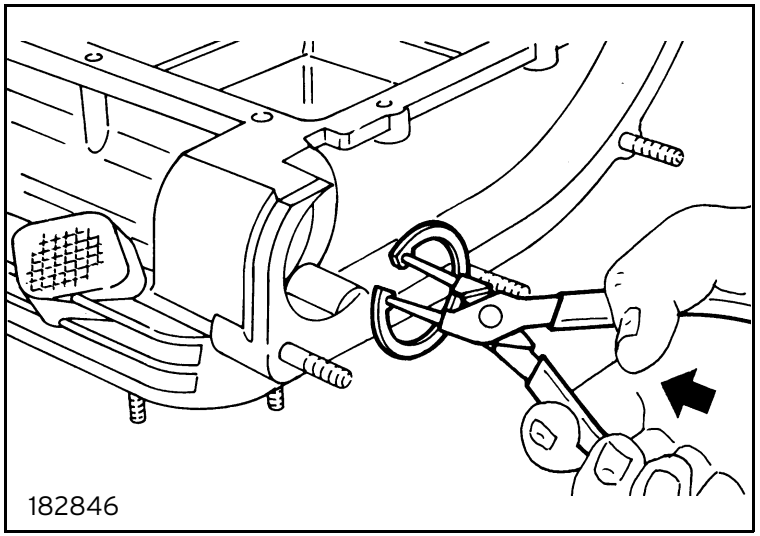

Fig. 46
- Fit the first drive input shaft front bearing snap ring (figure 46).